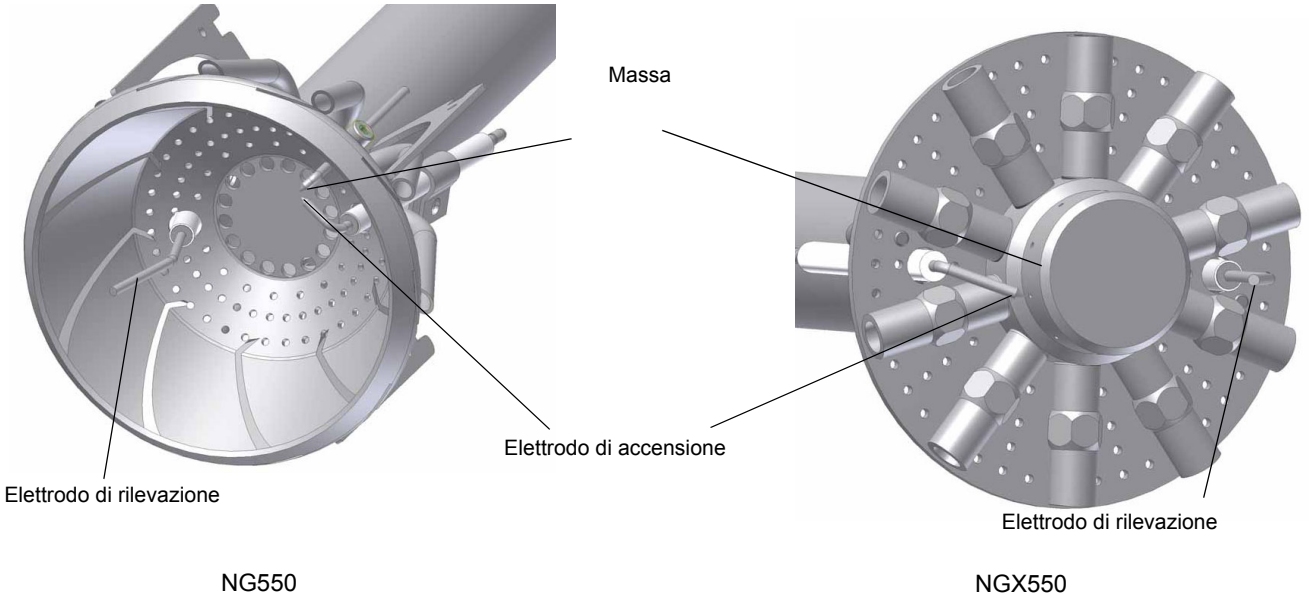

Fig. 35
- Esame elettrodi di accensione e di rilevazione, pulizia, eventuale registrazione e se necessario sostituzione (vedi Fig. 35).In caso di dubbio verificare il circuito di rilevazione, dopo aver rimesso in funzione il bruciatore, seguendo lo schema in Fig. 35.
Controllare che la distanza tra l’elettrodo di accensione e la massa sia di **4÷5 mm**. (vedi Fig. 35).